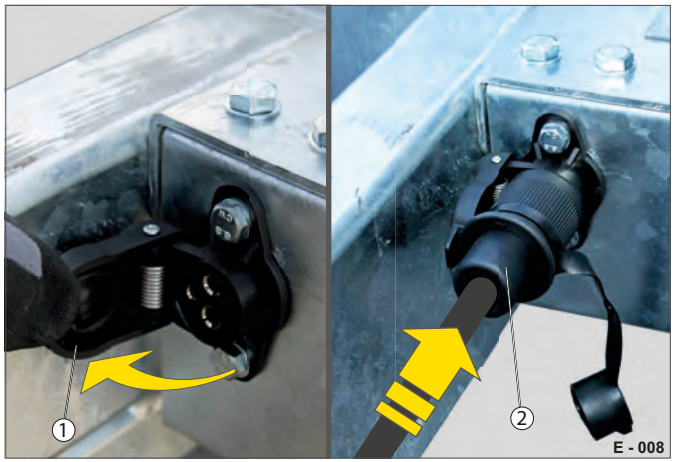

Fig. 8 Sæt ladestikket i
Batteriet kan sluttes direkte til et egnet køretøjsladeapparat og lades op via batteripolerne eller komfortabelt med et ladestik (Fig. 8 /2).
- ▶ Åbn låget (Fig. 8 /1).
- ▶ Sæt stikket (Fig. 8 /2) i.